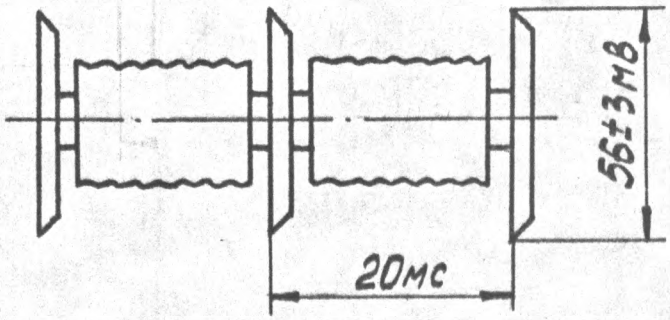

РИС.7.20
7.3.17.2. ПОДКЛЮЧИТЕ ОСЦИЛЛОГРАФ С9-1 К КОНТРОЛЬНОЙ ТОЧКЕ 1Х8 БВЗ А3,ПРИ ЭТОМ "ОБЩИЙ" ПРОВОД ОСЦИЛЛОГРАФА ПОДКЛЮЧИТЕ К КОНТРОЛЬНОЙ ТОЧКЕ 1Х9 БВЗ А3, ОТКЛЮЧИТЕ ТОК ЗАПИСИ СИГНАЛА ЯРКОСТИ, ДЛЯ ЧЕГО СОЕДИНИТЕ КОНТРОЛЬНУЮ ТОЧКУ 1Х4 БВЗ А3 ПЕРЕМЫЧКОЙ С "ОБЩИМ" ПРОВОДОМ; И РЕЗИСТОРОМ А3 2R52 УСТАНОВИТЕ НАПРЯЖЕНИЕ ЗАПИСИ СИГНАЛА ЦВЕТНОСТИ (56+-3)МВ, ЧТО СООТВЕТСТВУЕТ ТОКУ ЗАПИСИ СИГНАЛА ЦВЕТНОСТИ (5,6+-0,3)МА, РИС.7.20.